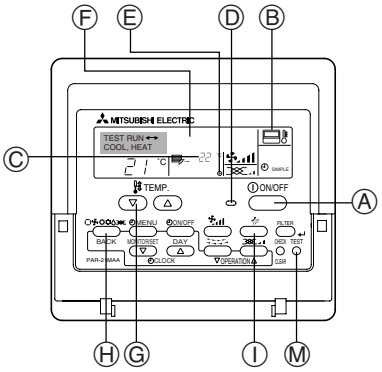

Fig. 7-1
7.2.1. Using wired remote controller (Fig. 7-1)
① Turn on the power at least 12 hours before the test run.
② Press the [TEST] button twice. ➡ "TEST RUN" liquid crystal display
③ Press the [Mode selection] button. ➡ Make sure that wind is blown out.
④ Press the [Mode selection] button and switch to the cooling (or heating) mode.